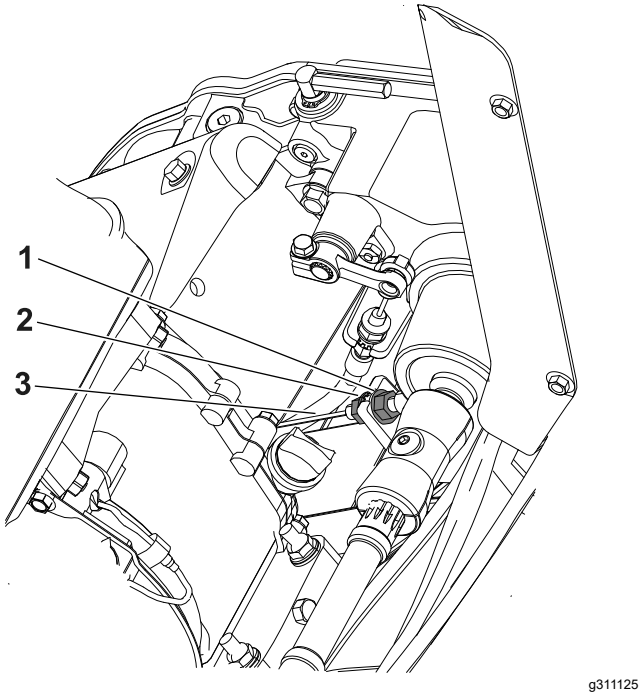

Rysunek 38
2. Poluzuj tylną przeciwnakrętkę i dokręć przednią przeciwnakrętkę (Rysunek 38).